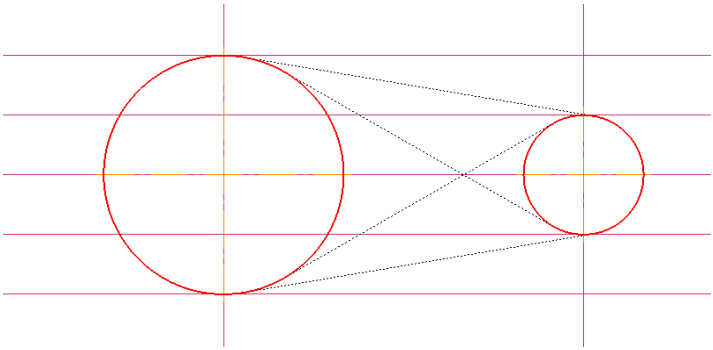

Рис. 5.14
13) Поочередно щелкните по построенным окружностям (окрасятся в красный цвет), появятся фантомы линий (рис. 5.14).